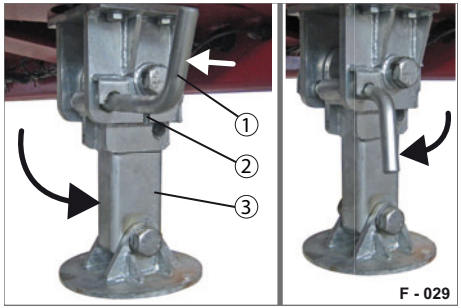

Abb. 64 Klappstütze heruntergeklappt
Halten Sie das Stützbein (Abb. 64/3) dabei fest.
▶ Stecken Sie den Steckbolzen in die Bohrung hinein (siehe Abb. 64).
▶ Drehen Sie den Steckbolzen (Abb. 64/1) nach unten um, so dass dieser mit dem Stift (Abb. 64/2) gesichert ist.